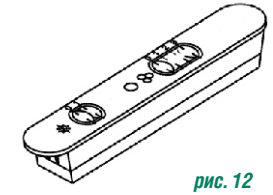

рис. 12
7.2.1 Ползунковый переключатель (рис. 12).